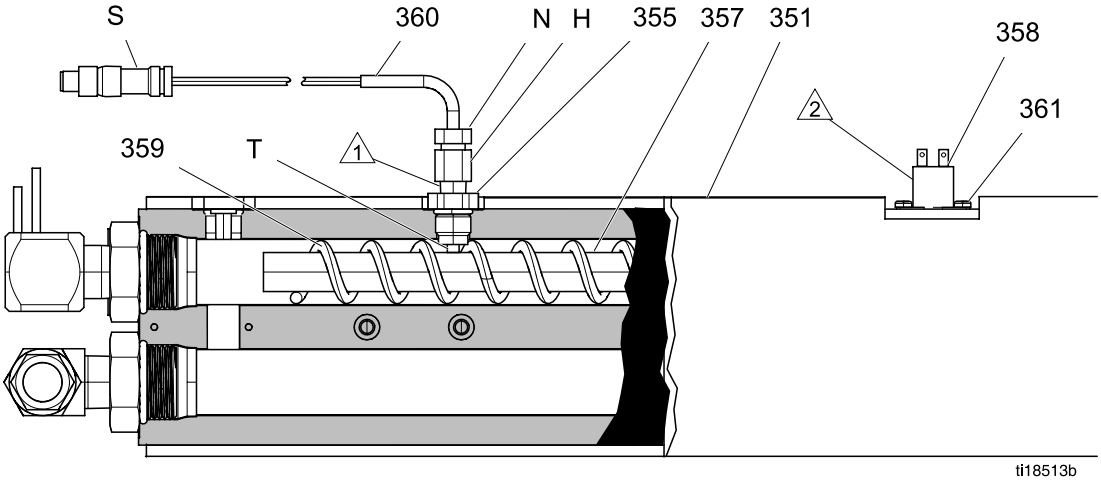

Figure 25
16. Als u het verwarmingselement wilt verwijderen: verwijder eerst de RTD (360) om schade te vermijden. Zie stap 7, RTD vervangen, page 83.
17. Verwijder verwarmingselement (357) uit de behuizing (351). Zorg ervoor dat u geen vloeistof morst in de behuizing. Zie Fig. 25.
19. Installeer een nieuw verwarmingselement (357) en houd de menger daarbij vast (359) zodat deze de RTD-poort (P) niet blokkeert.
20. Plaats de RTD (360) terug, RTD vervangen, page 83.
22. Plaats de beschermkap van de verwarmer (266) terug.